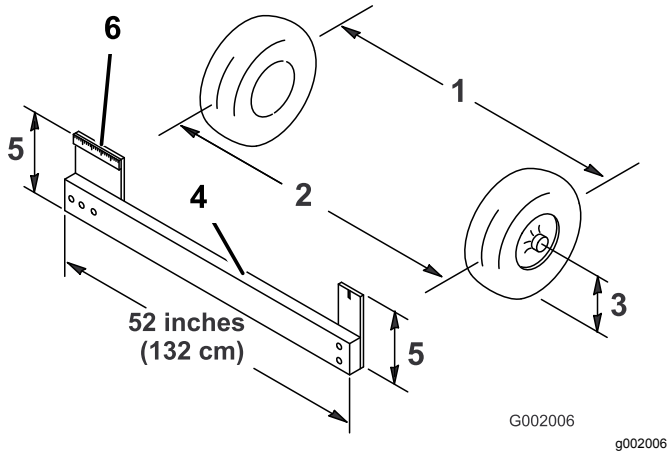

Figuur 45
4. Meet ter hoogte van de as de afstand tussen de voorwielen aan de voorkant en de achterkant van de wielen (Figuur 45).
Opmerking: U heeft een hulpmiddel of uitlijnmaat nodig om de afstand aan de achterkant van de voorwielen ter hoogte van de as te meten. Gebruik dit ook om de afstand aan de voorkant van de voorwielen ter hoogte van de as te meten (Figuur 45).